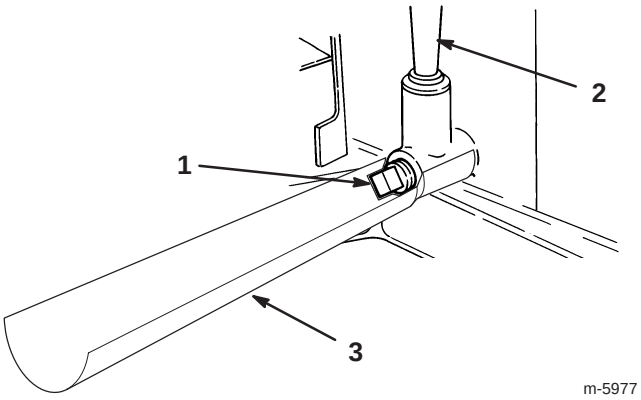

Figure 18
9. Slide the draining funnel underneath the oil dipstick/fill tube (Fig. 18).
11. Remove the drain plug (Fig. 18).